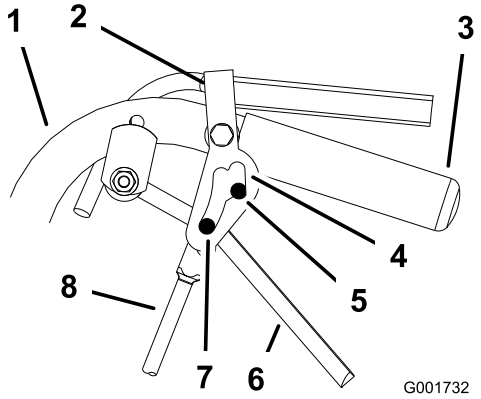

Figur 38
5. Deaktiver og aktiver neutrallåsen, og kontroller, at hjulet ikke drejer (Figur 38). Fortsæt denne procedure, indtil hjulet ikke drejer længere.